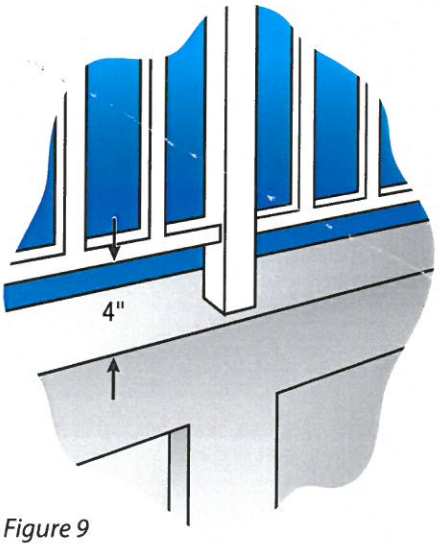

Figure 9
3. Where the top of the **pool structure is above grade or surface**, such as an above ground pool, the barrier may be at ground level, such as the pool structure, or mounted on top of the pool structure. Where the barrier is mounted on top of the pool structure, the maximum vertical clearance between the top of the pool structure and the bottom of the barrier shall be 4 inches (figure 9).